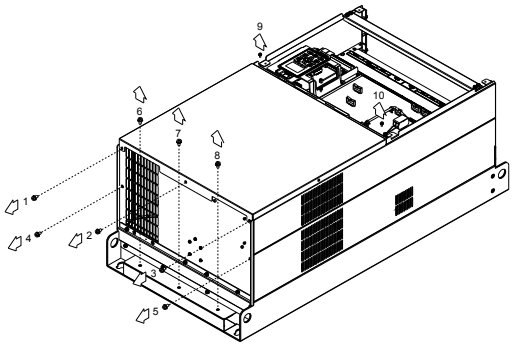

Figure 2
(2) For 1~8 shown in the figure 2: Loosen the screws Screw torque: 35~40 kg-cm / [30.4~34.7 lb-in.] / [3.4~3.9 Nm]
For 9~10 shown in the figure 2: Loosen the screws and removes the cover. Screw M4 torque: 14~16 kg-cm / [12.2~13.9 lb-in.] / [1.4~1.6 Nm]